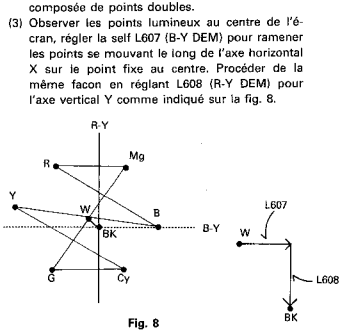

Fig. 8
(1) Ce réglage doit être effectué après le réglage de la self d'identification L606.
(2) Mettre l'oscillo en mode X-Y. Brancher la sonde de la voie X sur TP46B et la sonde de la voie Y sur TP46R pour visualiser la figure vectorielle composée de points doubles.
(3) Observer les points lumineux au centre de l'écran, régler la self L607 (B-Y DEM) pour ramener les points se mouvant le long de l'axe horizontal X sur le point fixe au centre. Procéder de la même facon en réglant L608 (R-Y DEM) pour l'axe vertical Y comme indiqué sur la fig. 8.